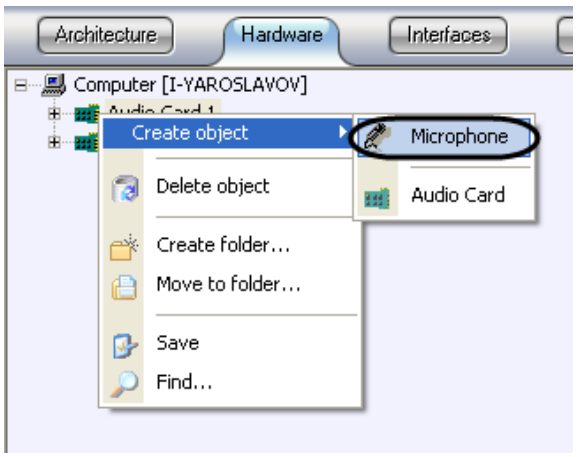

Figure 7.3-6 Selecting Microphone as a new object to create
d. select the type of a new object using the corresponding second level menu (Figure 7.3-6);